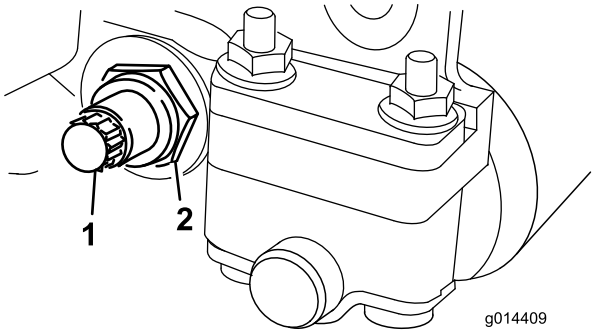
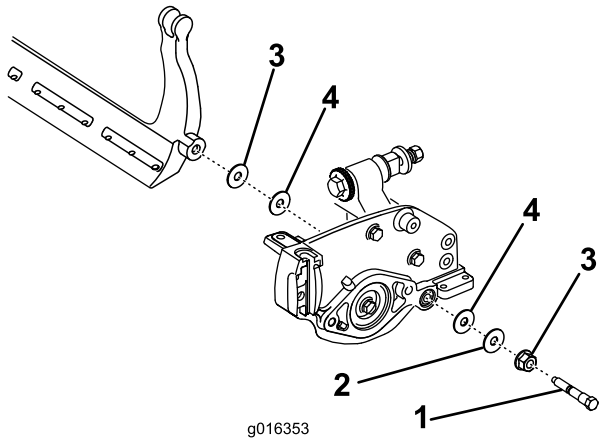

Figur 19
Figur 20
3. Lossa kontramuttern som fäster låsmuttern till underknivsstången på vardera sidan av maskinen (Figur 19).
4. Ta bort alla bultar till underknivsstången så att denna kan dras nedåt och avlägsnas från maskinen (Figur 19). Beräkna två nylonbrickor och en bricka av stansat stål på vardera änden av underknivsstången (Figur 20).
2. Fäst underknivsstången på vardera sidoplåten med tillhörande bultar (muttrar på bultar) och sex brickor. En nylonbricka ska placeras på vardera sidan om sidoplåtens nav. Placera en stålbricka på utsidan av varje nylonbricka (Figur 20). Dra åt underknivsstångens bultar till 27–36 Nm. Dra åt låsmuttrarna tills den yttre stålbrickan slutar rotera och spelet försvinner, men dra inte åt för hårt och böj inte sidoplåtarna. Det kan finnas ett mellanrum vid brickorna på insidan.